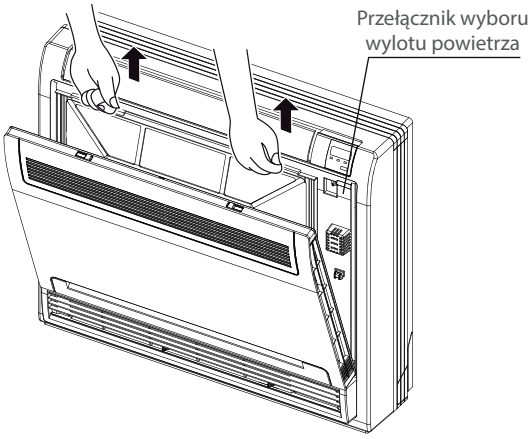

Rys. 5-4
- Wybierz odpowiadający ci nawiew powietrza. (Patrz rys. 5-4 odnośnie odpowiedniej pozycji).